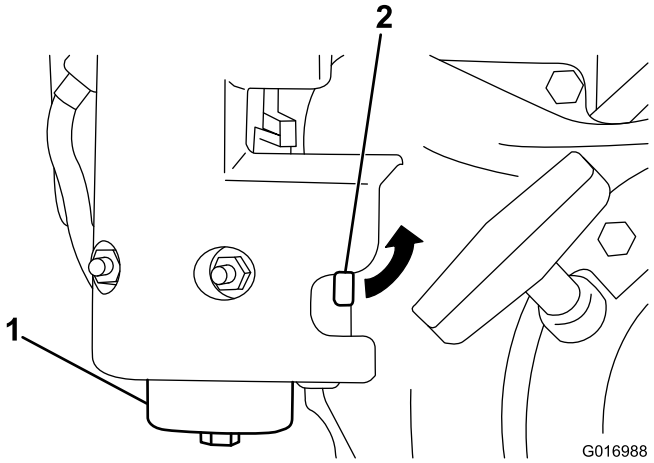

**Figura 32**
1. Feche a válvula de bloqueio do combustível e desaperte o depósito do corpo do filtro (Figura 32).